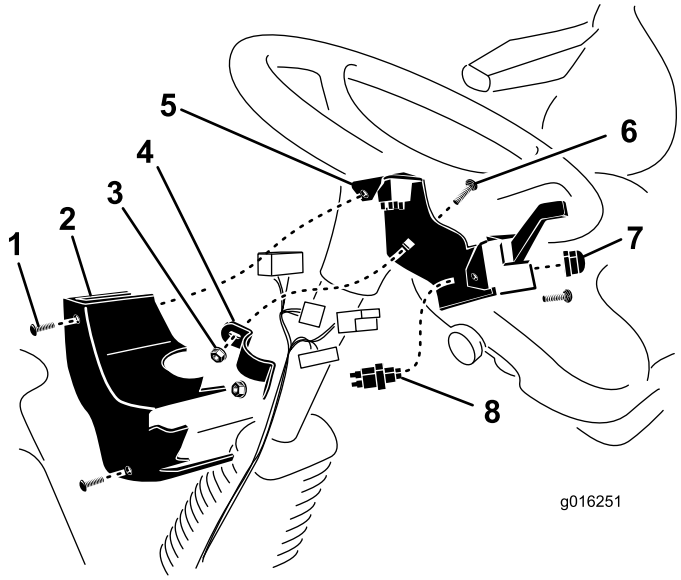

Figura 5
2. Montate il gruppo staffa del piantone sulla parte posteriore del piantone per mezzo del supporto della staffa, di (2) viti a testa tonda 3/8 x 1 poll. e dadi flangiati 3/8 poll. Posizionate la staffa più in alto che potete sul piantone, come illustrato in Figura 5. Accertatevi che la staffa del piantone non interferisca con il volante.
3. Dopo aver collegato il cablaggio elettrico agli interruttori, montate il coperchio del piantone sulla staffa del piantone mediante (2) piastrine per vite autofilettante e (2) viti (Figura 5).